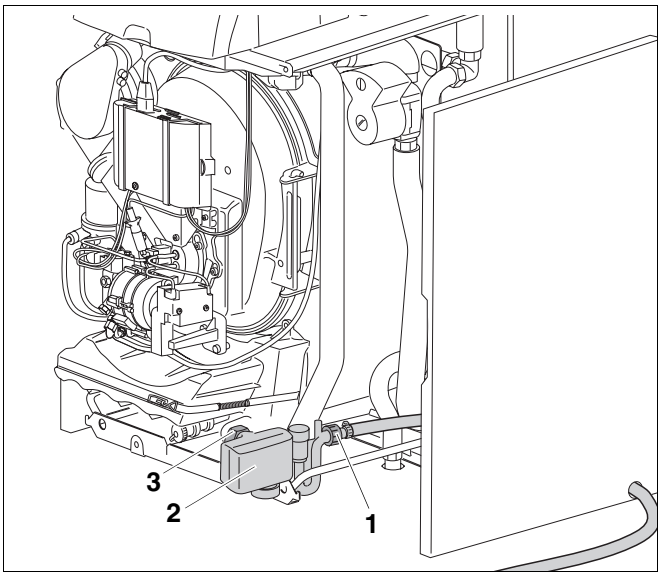

Bild 62 Siphon demontieren
- Schlauch vom Siphon abschrauben (Bild 62, **Pos. 1**).
- Siphon vom Kondenswasserablauf abschrauben (Bild 62, **Pos. 3**).
- Siphon (Bild 62, **Pos. 2**) ausspülen und wieder montieren.
- Achten Sie darauf, dass der Siphon (Bild 62, **Pos. 2**) immer mit Wasser gefüllt ist und nicht austrocknet. Damit beugen Sie unangenehmer Geruchsbildung vor.